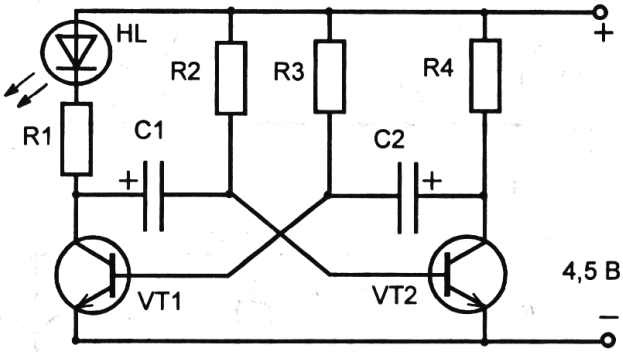

Рис. 18-1-3
3. Поменяйте местами резистор *R1* и светодиод *HL* (рис. 18-1-3). Включите питание и дайте объяснение наблюдаемому явлению.